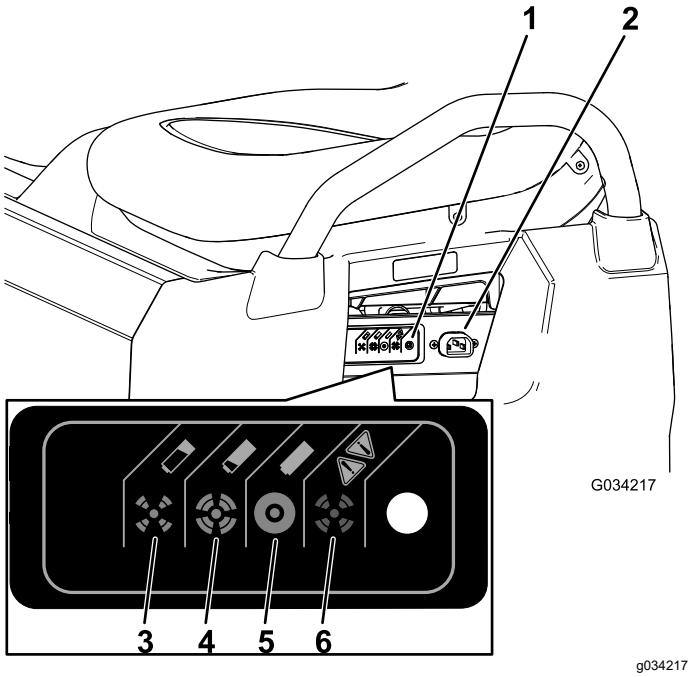

Figura 39
3. Ligue um cabo de carregador **de nível 16 (ou de diâmetro maior), 2,5 m ou mais curto** ao recetáculo de carregamento na máquina (Figura 39).
Consulte a tabela seguinte e Figura 39 para informação dos significados das diversas cores da luz indicadora de carga.